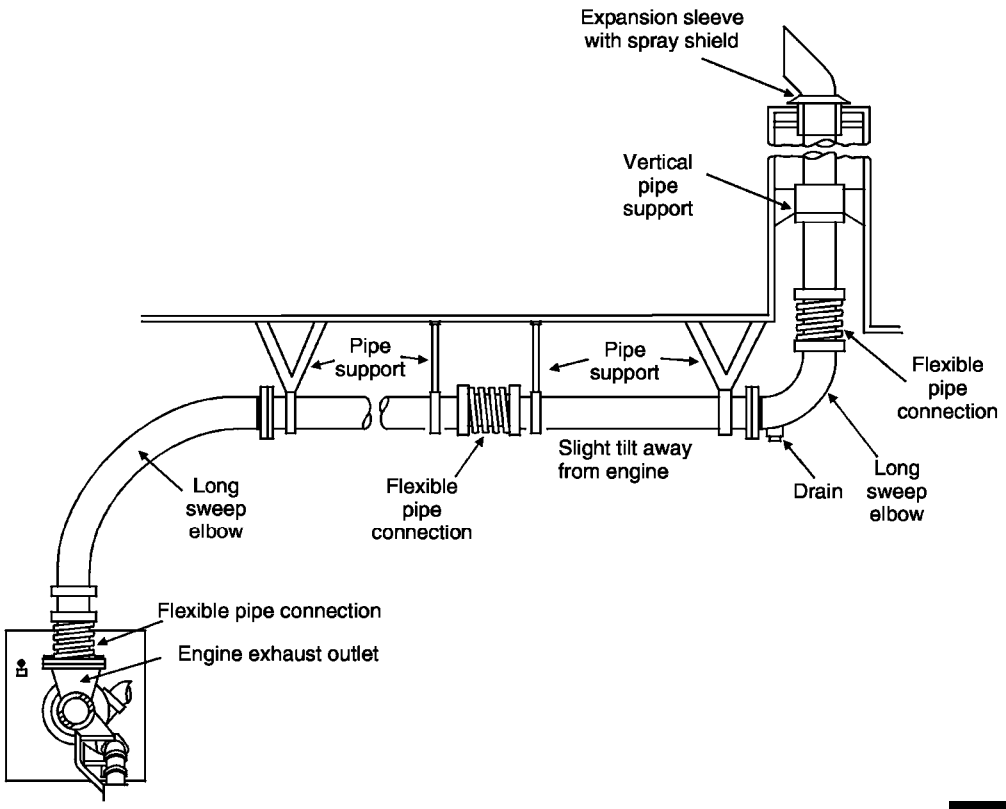
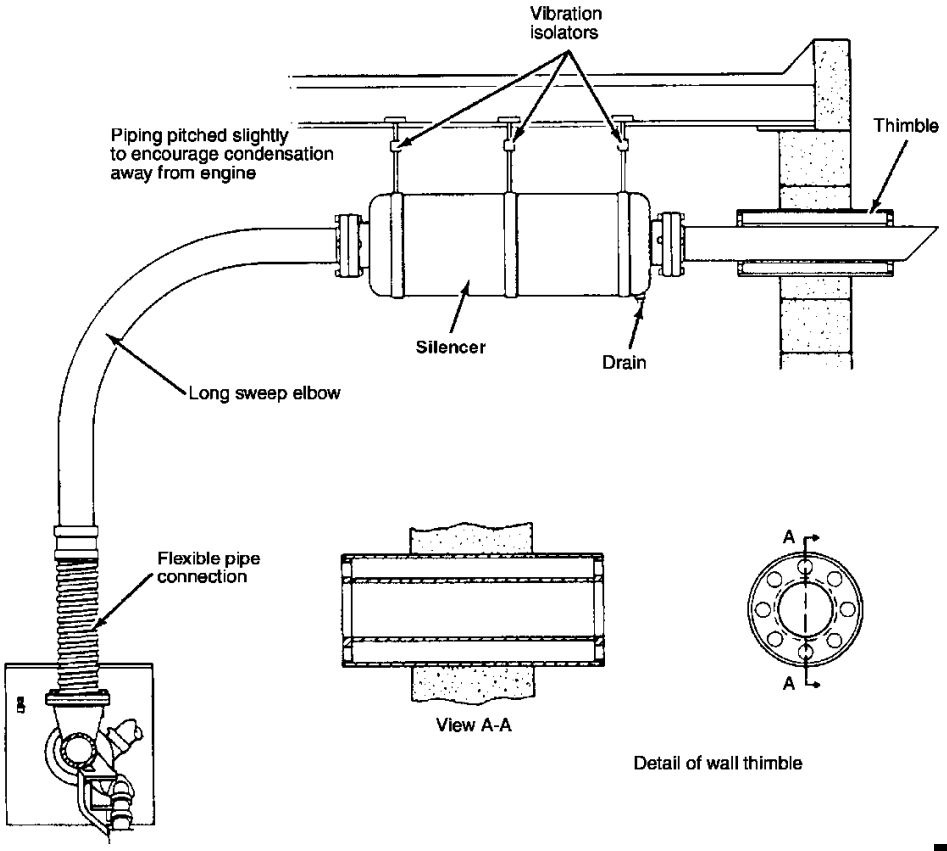
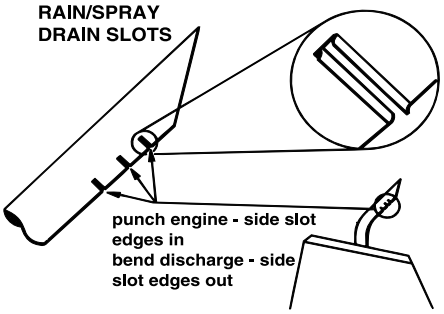

Figure 3
Figure 5
Figure 7
A typical piping layout with flexible connections is shown in **Figure 3**.
- Install metal thimble guards for exhaust piping passing through wooden walls or roofs. The thimble guards should be 305 mm (12 in) greater in diameter than the exhaust pipes, see **Figure 5**.
The exhaust system can accumulate a considerable amount of condensed moisture. For example, gas engines burning natural gas create one pound of water for each 10 ft^3 of natural gas burned. For this reason, long runs of exhaust piping require traps to drain moisture. Traps should be installed at the lowest point of the line, near the exhaust outlet, to prevent rain water from reaching the engine. Exhaust lines should be sloped away from engine, toward the trap, so condensation will properly drain, see **Figure 3** in the previous section.
Exhaust thimbles, as illustrated in **Figure 5**, are fabrications used for wall or ceiling penetrations. The thimble provides a separation of the exhaust pipe from walls or ceilings, in order to provide mechanical and thermal isolation. Single sleeve thimbles must have diameters at least 305 mm (12 in) larger than the exhaust pipe. Double thimbles (inner and outer sleeve) should have outside diameters at least 152 mm (6 in) larger than the exhaust pipe.
One simple method, used primarily with horizontal exhaust pipes, is to angle cut the end of the pipe as shown in **Figure 3**, **Figure 5** and **Figure 7**.